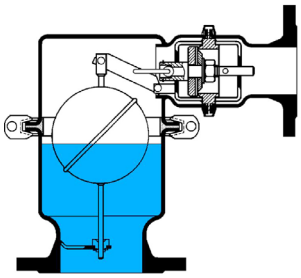

Рис. 3
3. Воздухоотводчики двойного действия реализуют обе рассмотренные выше функции. Данный тип воздухоотводчика имеет два седла: большое для реализации пусковой функции и малое для постоянной работы (Рис. 3). Примеры воздухоотводчиков двойного действия — EB1.74, EB1.84.